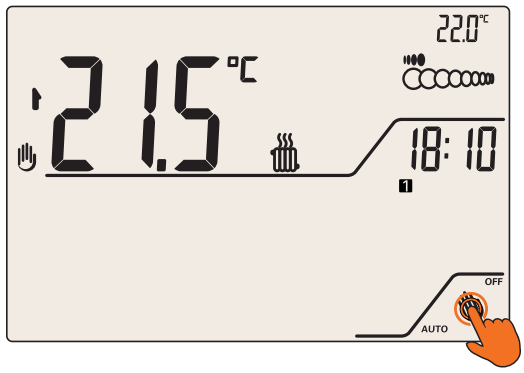

Fig. 8
1. Attivare il cronotermostato premendo il tasto AUTO OFF (Fig.8). Il display si illuminerà, mostrando le icone dei comandi touch (Fig.8).